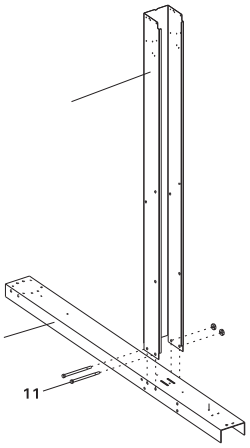

Fig. 8
B) Now take the straight side 4"x4" Upright and push it down over the strap end channel where those slots are located. Position the open end of the straight side upright to face the short end of the channel (the inside of the pool) as shown in Fig.8. The two holes on each side of the upright should line up with two of the holes on each side of the strap end channel. Secure the parts with two 5/16" x 4 ½" bolts and two 5/16" nuts. Repeat for all assemblies.